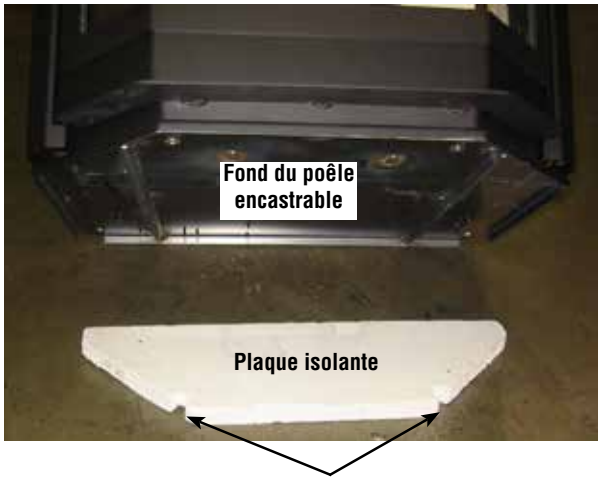

Figure 52
3. Placer le poêle encastrable sur la plaque isolante. Maintenant que le poêle encastrable est de niveau, positionner la plaque isolante à l'endroit où le poêle encastrable doit être installé. Placer ensuite le Winslow PI40GL sur la plaque isolante de manière à ce que les deux pieds avant de mise à niveau soient alignés avec les deux découpes pratiquées à l'avant de la plaque isolante (voir ***Figure 52***). L'ensemble de protection thermique du poêle encastrable Winslow PI40GL est à présent installé.